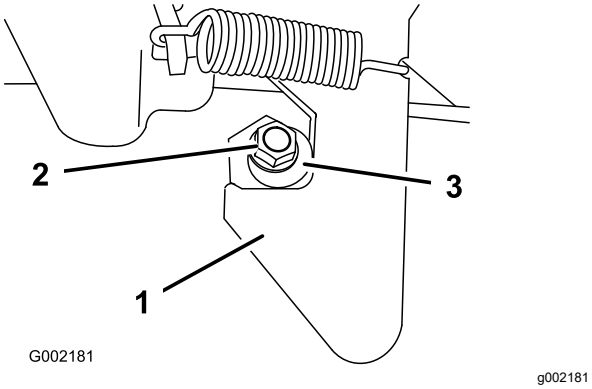

Rysunek 58
1. Poluzuj przeciwnakrętkę na końcu słupka zaczepu (Rysunek 58).
2. Przekręć słupek zaczepu w prawo, aż będzie ściśle przylegał do haka zaczepu (Rysunek 58).